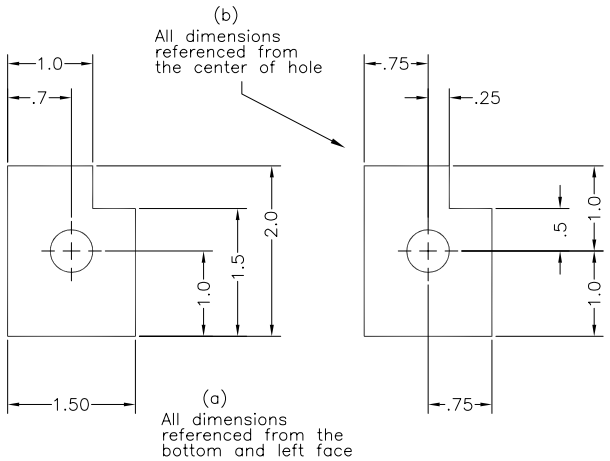

Figure 17-20 *Different dimensioning styles*
14. The dimensions must be given depending on how the part will be machined, and also on the relationship that exists between the different features of the part, refer to Figure 17-20.